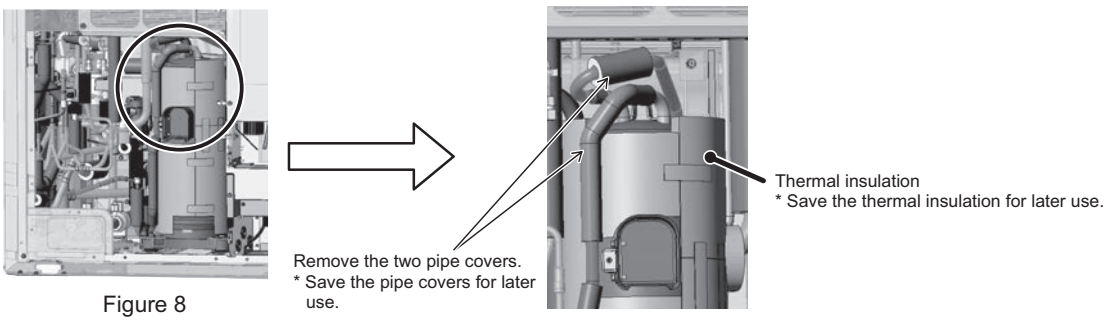

Figure 8
(8) Remove the pipe covers and the thermal insulation on the compressor. (See Figure 8.) (EP72, 96, 120, and 144 only.)